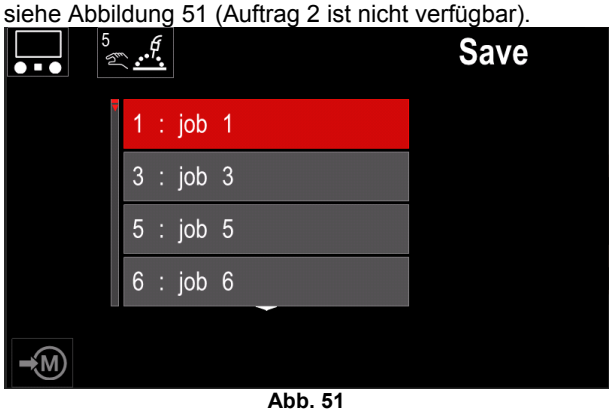

**Abb. 51**
**Anm.:** Für die ausgewählten Jobs kann nicht die Funktion „Speicher abspeichern“ verwendet werden – siehe Abbildung 51 (Auftrag 2 ist nicht verfügbar).